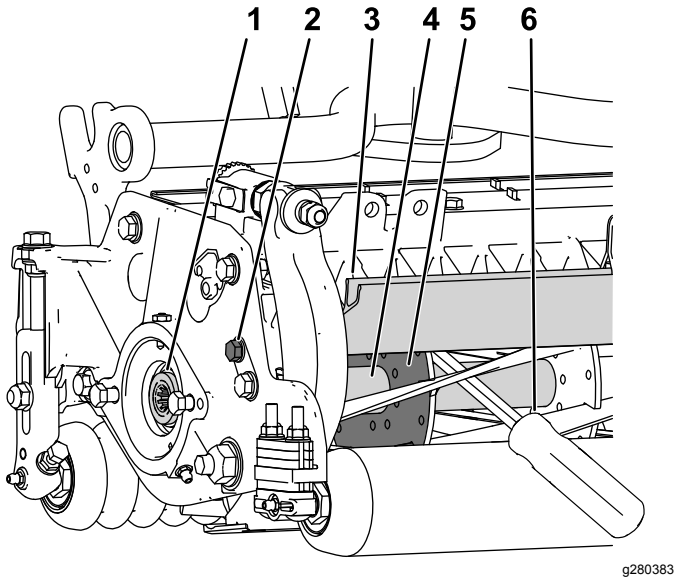

Figura 30
1. Afloje el perno del deflector a la izquierda de la unidad de corte y eleve el deflector trasero (Figura 30).
2. Inserte una palanca de mango largo (se recomienda de 3/8" x 12" con mango de destornillador) por la parte trasera del molinete de corte, lo más cerca del lateral de la unidad de corte que va a apretar (Figura 30).
3. Coloque la palanca contra la parte soldada de la placa de soporte del molinete (Figura 30).